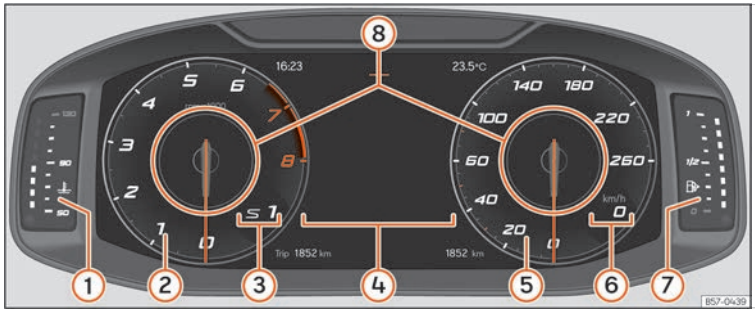

Fig. 4 SEAT Digital Cockpit al tauler d'instruments (vista clàssica).
En totes les vistes es té la possibilitat de personalitzar la informació que apareix a **Perfiles de información** ››› fig. 4 ⑧.
Les agulles de revolucions per minut i velocímetre apareixen amb tota la longitud ››› fig. 4.